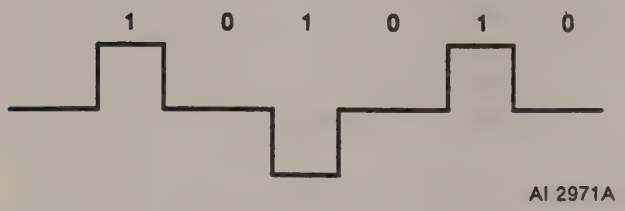

Figure 3.87. Data Pattern A, 1010
3. Type **PATTERN 1010<CR>**. These entries will produce data pattern A, see Figure 3.87.